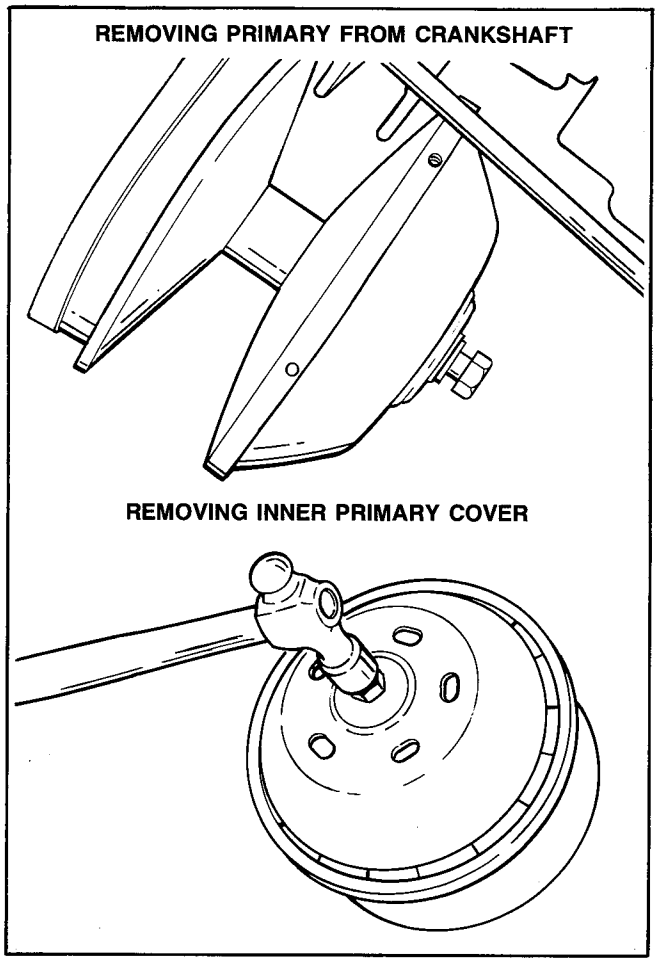

Figure 78 – Removing Primary Drive Floating Flange and Drive Cover
g. See Figure 78. Remove complete primary assembly (using Tool Kit No. 209422C) by inserting pin and bolt into primary shaft and tighten bolt. As the bolt is tightened, the complete primary assembly will come free of the crankshaft. While supporting the primary in your hand, back bolt out of primary shaft and tap the bolt with a hammer to remove the inner cover.